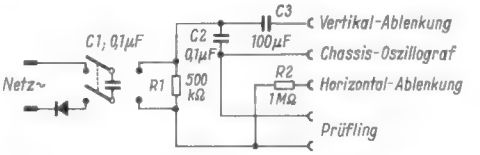
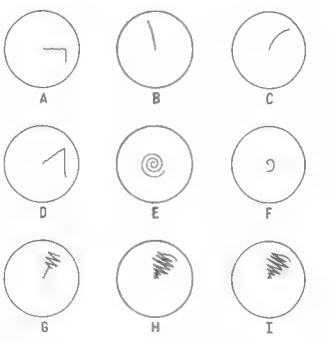

Bild 1. Schaltung eines Zusatzgerätes zum Oszillograf zur Untersuchung von Wicklungen
Bild 2. Schirmbilder die auf die Eigenschaften der untersuchten Wicklungen schließen lassen
*Oben: Bild 1. Universal-Meß- und Prüfgerät Polygraph P 60 ST*
Das zu diesem Zweck erforderliche Zusatzgerät, dessen Schaltung *Bild 1* zeigt, besteht aus dem Kondensator C 1, der mit Hilfe des doppelpoligen Umschalters aus dem Netz aufgeladen werden kann. Wird anschließend der Schalter umgelegt, so entlädt sich C 1 über die Reihenschaltung des Prüflings mit C 2. Widerstand R 1 hat die Aufgabe, den Kondensator auch dann zu entladen, wenn kein Prüfling angeschlossen ist. Die Anordnung stellt eine Phasenbrücke dar, die den Elektronenstrahl des Oszillografen einen Kreis beschreiben läßt, wenn ihr ein sinusförmiger Wechselstrom zugeführt wird. Aus den auftretenden Schwingungen werden nur eine Vertikal- und eine Horizontalablenkspannung für den Oszillografen abgeleitet, so daß der Schwingungsvorgang bei ungestörtem Ablauf auf dem Schirm eine Spirale zeichnet. Sie ist das Kennzeichen dafür, daß die untersuchte Wicklung in Ordnung ist. Es müssen dann Figuren ähnlich E und F in *Bild 2* zum Vorschein kommen.
*Links: Bild 1. Die nach der Bildfrequenz aufgelösten Eingangsimpulse des Phasendiskriminators mit der überlagerten Störung (a) und die Störung allein an g 1 der Impulstrennröhre (b)*
Nun wurde der Oszillograf zu Hilfe genommen. Mit ihm galt es festzustellen, ob die Störung bereits vor dem Phasendiskriminator ihren Ursprung hatte und diesem zugeführt wurde oder ob die Störung in der Phasenvergleichsstufe oder im Zeilengenerator entstand. Hierzu wurden die Steuerimpulse am Eingang des Phasendiskriminators auf den Oszillografen gegeben und nach der Bildfrequenz aufgelöst, weil die Zeilenverschiebungen immer an bestimmten Stellen des Bildes erschienen. *Bild 1 a* zeigt die Störung, die in jedem Bild einer Reihe von Zeilenimpulsen überlagert war und die Synchronisation an diesen Stellen außer Tritt brachte.
Woher stammte nun die Störüberlagerung? Am zweiten Steuergitter der Impulstrennröhre ECH 81 *(Bild 2)* war das zugeführte Video-Signal einwandfrei; am ersten Steuergitter, dem etwaige Störungen, durch den Störinverter phasengedreht, zur Kompensation gegen die Störsignale an g 3 zugeführt werden sollen, waren Störungen zu beobachten *(Bild 1 b)*. Diese Störspannung wurde den Synchronisierimpulsen für den Phasenvergleich überlagert. Als Ursache fand sich eine kalte Lötstelle am Gitter des Störinverters (im Schaltbildauszug gekennzeichnet). Emil Herx